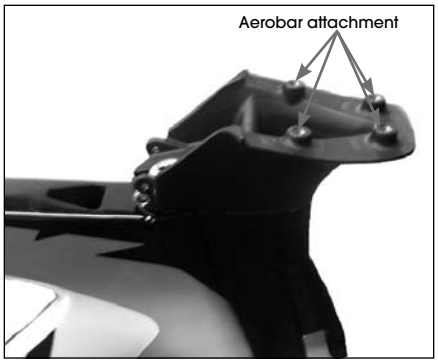

Figure 3. Stem attached to fork
4. Install the aerobar attachment screws (Figure 3) and tighten.